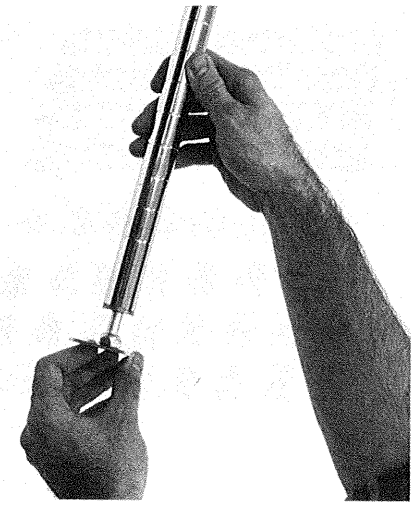

FIG. 1
2. Unscrew the leveling bolt from the bottom of each post and replace with a triangular foot plate (Fig. 1).